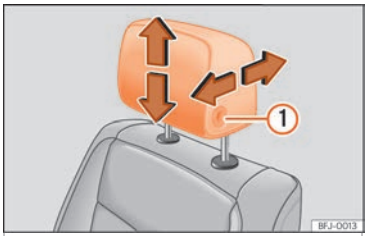

Fig. 20 Sedile anteriore regolazione del poggiatesta.
Per regolare l'altezza, afferrare il poggiatesta ai lati con entrambe le mani e spingerlo verso l'alto fino a fissarlo nella posizione desiderata. Per abbassarlo, agire analogamente, premendo il tasto laterale ››› fig. 20 ①.
Per regolarlo longitudinalmente, spostarlo in avanti o indietro mentre si preme il tasto laterale ››› fig. 20 ①.